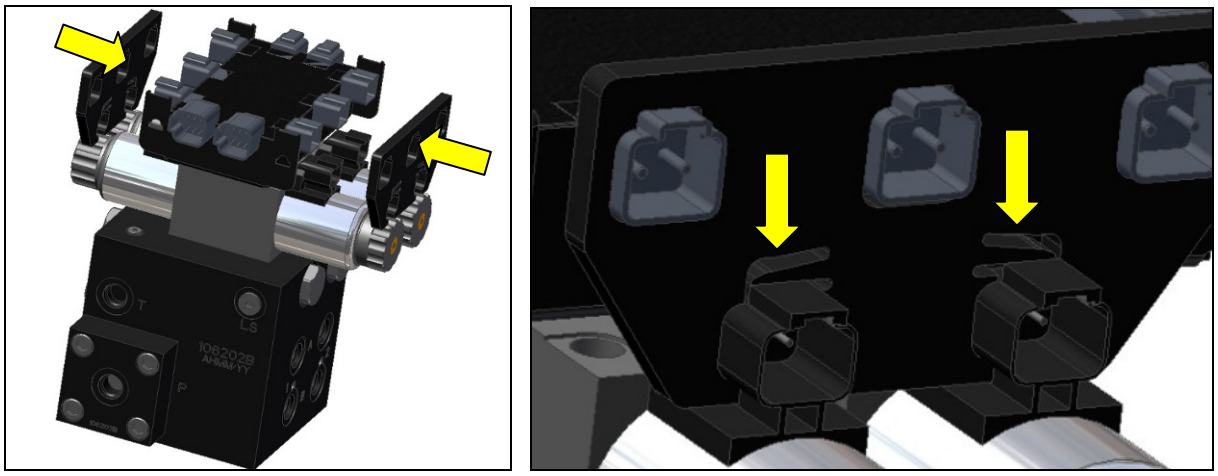

Figure 20: Valve Module Bracket Installation
3. Place the valve module between the valve coils. Slide a valve mounting bracket over the connectors of the valve module and the valve coil connectors. This may require flexing the plastic bracket slightly (**Figure 20**).